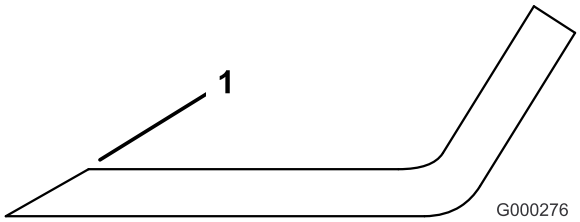

Figur 83
1. Slipa eggarna i båda ändar av kniven med en fil (Figur 83). Behåll ursprungsvinkeln. Kniven behåller balanseringen om samma mängd material avlägsnas från båda eggarna.